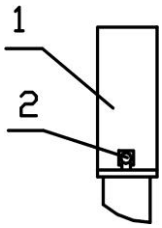

Рис.10.5
10.7.2 Аккуратно уложить кабели в КРИ **(** КССТ-1, КССТ-2, КС-1, КС-2 или КСУМ-1), закрыть крышку 1 (рис. 10.5), закрепить с помощью винтов 2 и опломбировать.